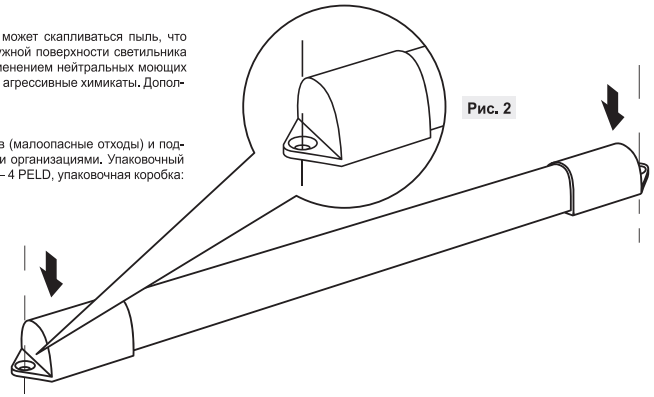

Рис. 2
4. Установите светильник при помощи отверстий в торцевых заглушках (Рис. 2).
4. Встановіть світильник за допомогою отворів в торцевих заглушках (Рис. 2).